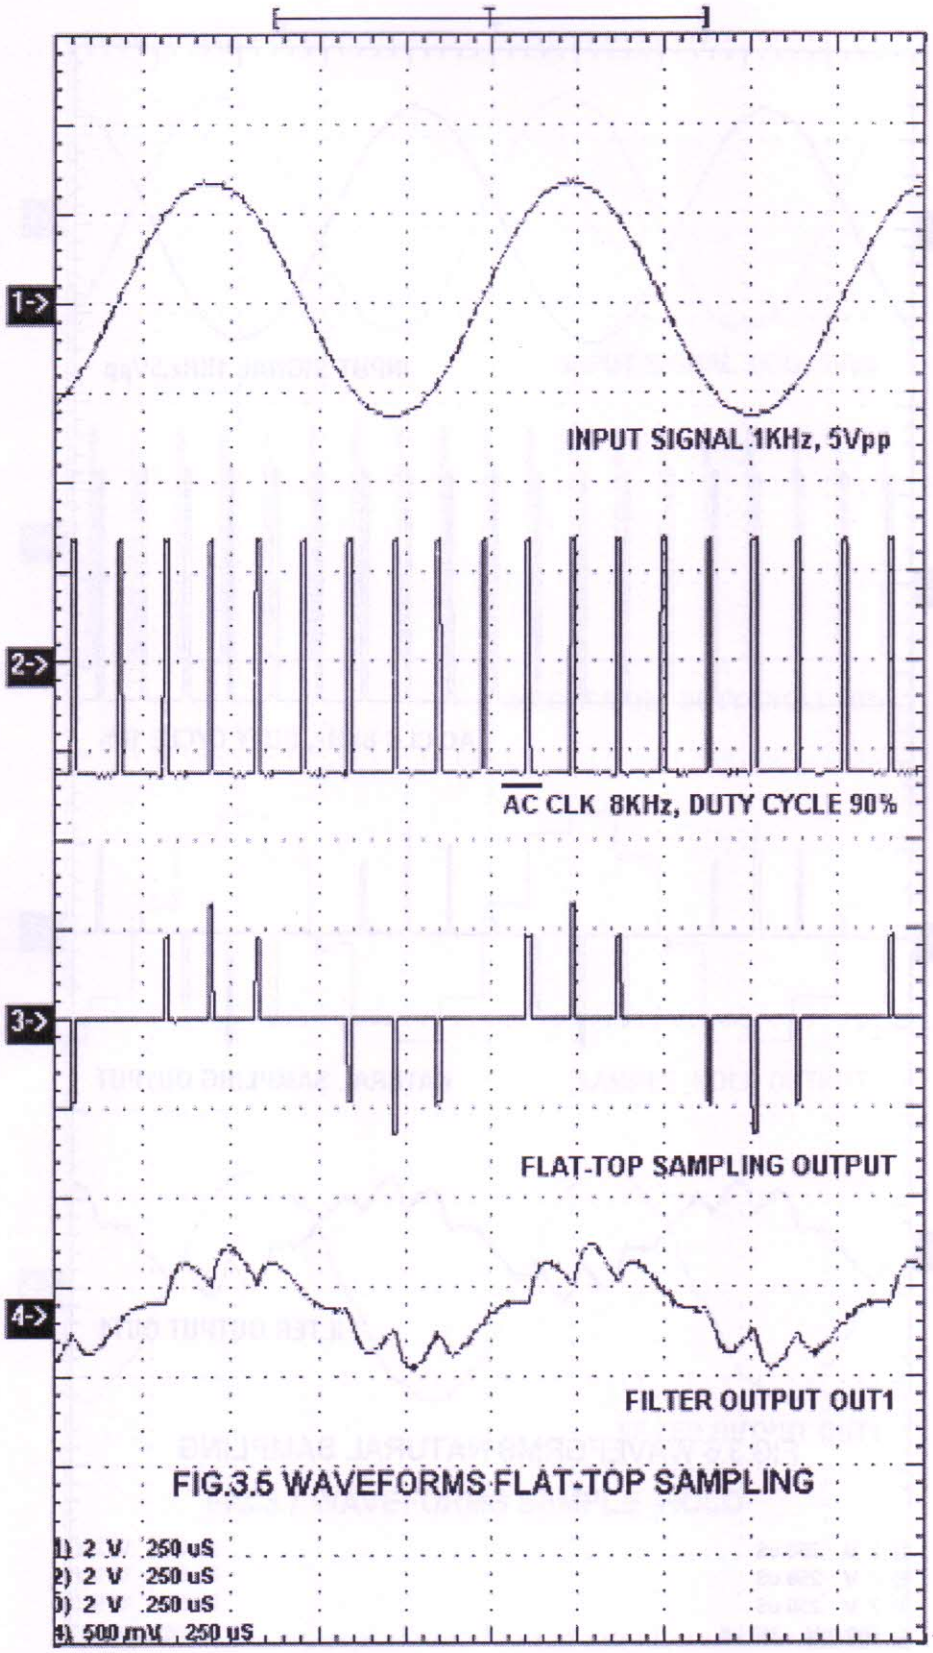

FIG.3.5 WAVEFORMS FLAT-TOP SAMPLING
- Flat top sample signal output and corresponding reconstructed output of 2nd order Low Pass Butterworth Filter. (Fig.3.5)